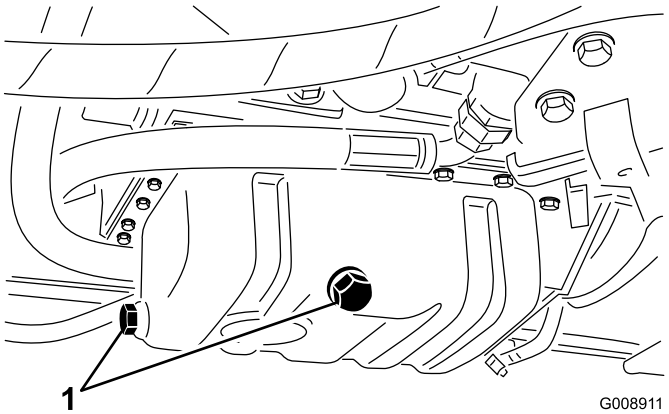

Rysunek 52
1. Odkręć korek spustowy (Rysunek 52) i poczekaj, aż olej ścieknie do naczynia do spuszczania oleju.